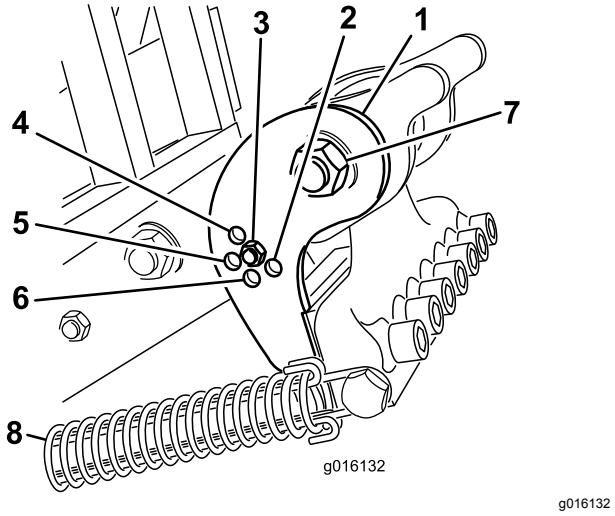

Figur 38
Indstil hældningsbeslaget (Figur 38) til den korrekte position baseret på tinelængden. Hovedstoppet indstilles til 1 af 5 forudindstillede positioner ved at vælge det hul, som du bolter justeringsstangen gennem. Disse huller er kun forudindstillede. Ved at bruge en 25,4 cm tine i 30,48 cm-positionen kan du f.eks. opnå et blødere finish afhængig af brugen.
3. Frigør fjederspændingen på tinehovedet (Figur 38).
4. Fjern møtrikken og bolten fra justeringshullerne i hældningsbeslaget (Figur 38).